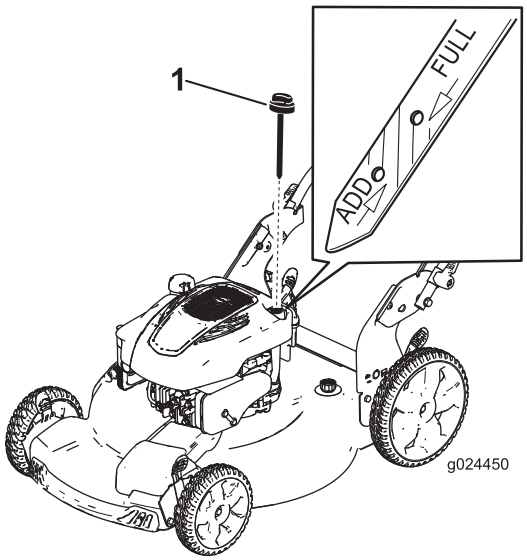

Figura 10
Riempite il serbatoio del carburante con benzina normale fresca senza piombo, proveniente da una stazione di rifornimento di buona marca (Figura 10).
2. Togliete l'asta di livello (Figura 10).
5. Controllate il livello dell'olio sull'asta (Figura 10).